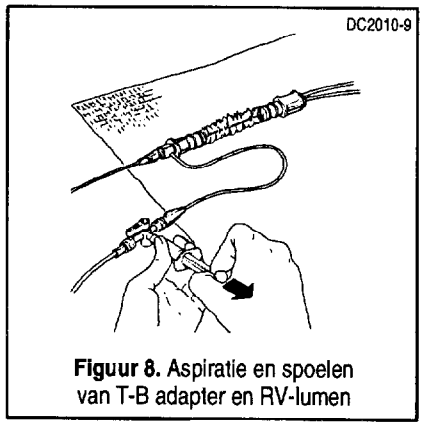

Figuur 8. Aspiratie en spoelen van T-B adapter en RV-lumen
9. Gebruik een driewegs Luer-Lock-kraan om de zijpoort van de T-B adapter te verbinden met een apparaat voor continue spoeling met fysiologische zoutoplossing. Gebruik de meegeleverde spuit van 5 ml om lucht uit de zijpoort te aspireren en dan het lumen te spoelen (Figuur 8).